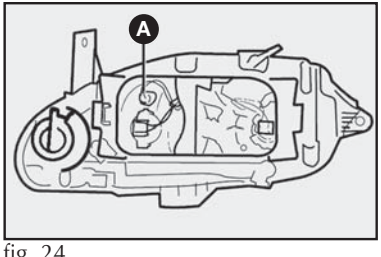

fig. 24
2) retirar o porta-lâmpada **A-fig. 24**;